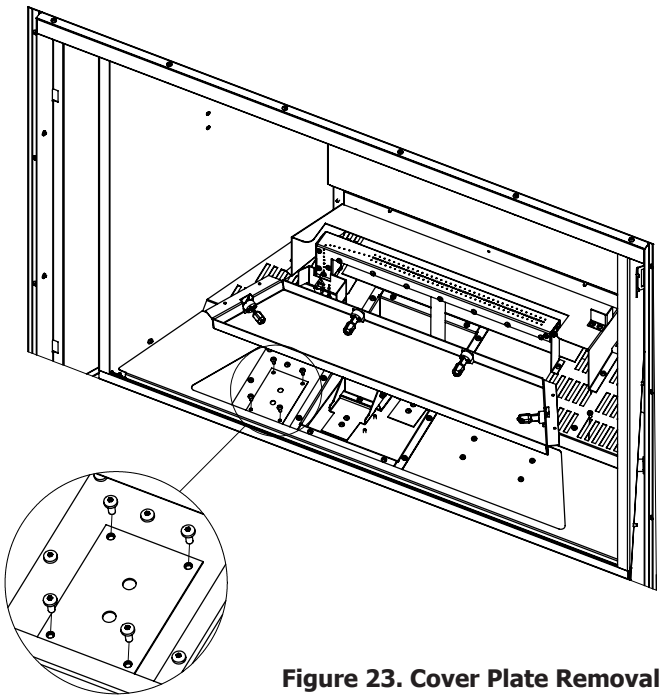

Figure 23. Cover Plate Removal
5. Lift up light tray to reveal cover plate, remove the four (4) T-20 screws and feed the wires out along with the light tray (see Figure 23). Disconnect the wire connectors to fully remove. Do not ever remove merettes.
The location for the fireplace can be raised, at floor level, or installed in a corner. There are minimum framing measurements for each situation. The basic rough opening should have the following dimensions (see Figure 23). The fireplace must be placed on a strong and level surface.